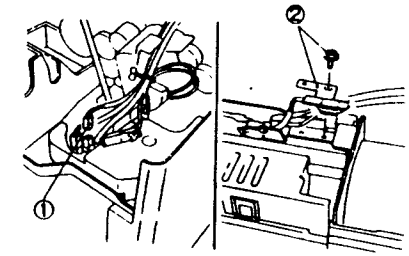

Рис. 4 NZM-0112
7. (Рис. 4): Снимите термистор.
①. Отсоедините P/J118.
②. Отверните винт и снимите термистор.